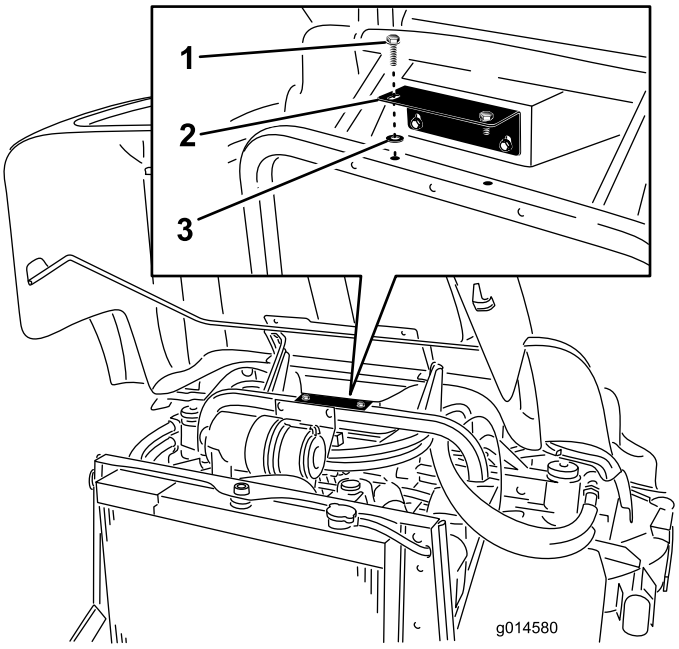

図 1
3. 収納部サポート・ブラケットをフレームに固定している 2 本のフランジ･ヘッド･ネジを外す（図 1）。